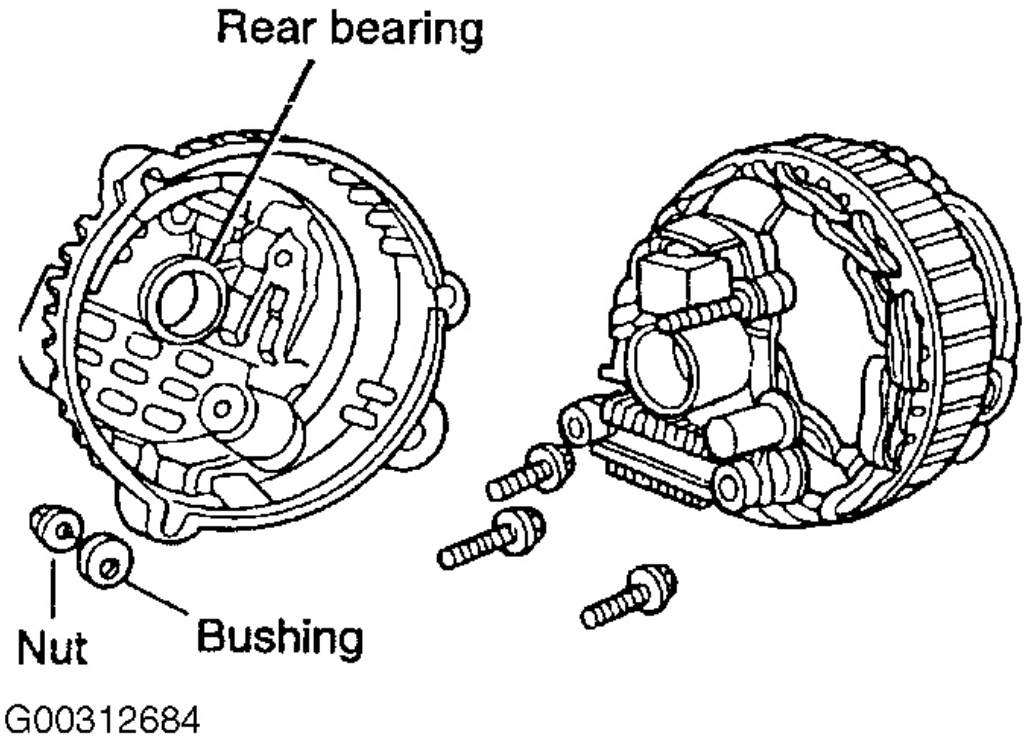

Fig. 16: Separación de soporte trasero y del estator
9. soporte trasero independiente y el estator. Ver **La Fig. 16** .